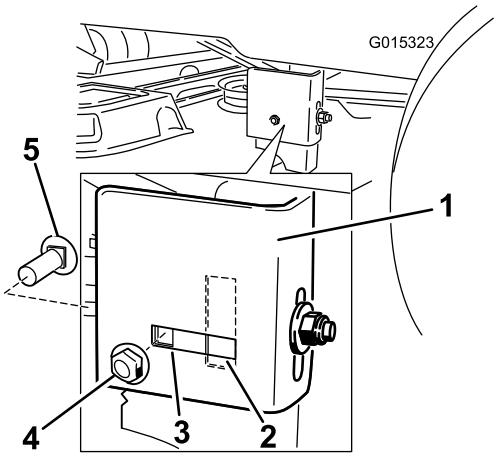

Figure 59
7. Move to the left side of the machine. Remove the side carriage bolt and locking nut from the fixed position and install it into the rear, slotted position (Figure 59).